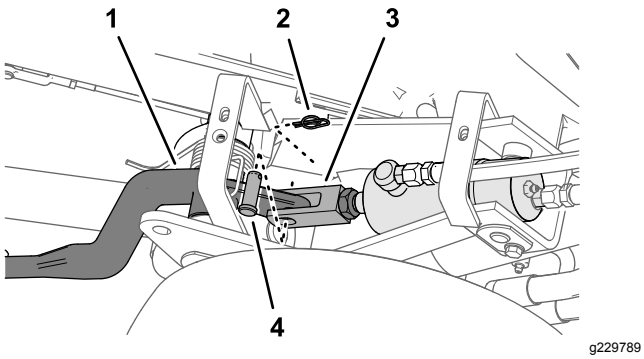
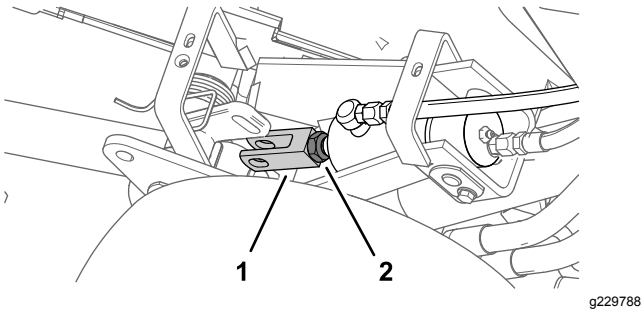

Figura 52
Figura 53
3. Allentate il controdado che fissa il raccordo con testa al cilindro dell'apparato di taglio che deve essere regolato (Figura 52).
4. Rimuovete il perno di ritenuta e il perno con testa (Figura 52).
5. Girate il cavallotto finché non ottenete l'altezza necessaria (Figura 53).
6. Montate il raccordo con testa sul braccio di sollevamento con il perno con testa e il perno di ritenuta, quindi serrate il controdado (Figura 52 e Figura 53).